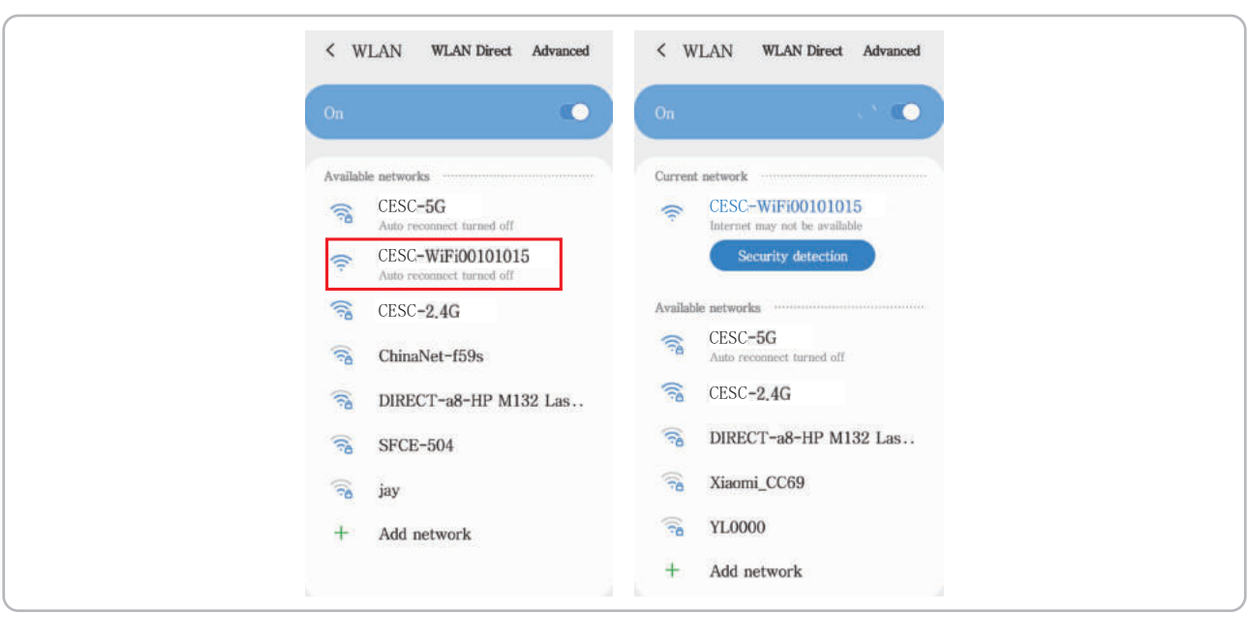

Figure 4-37
D. WiFi connection succeeded as shown in Figure 4-37.